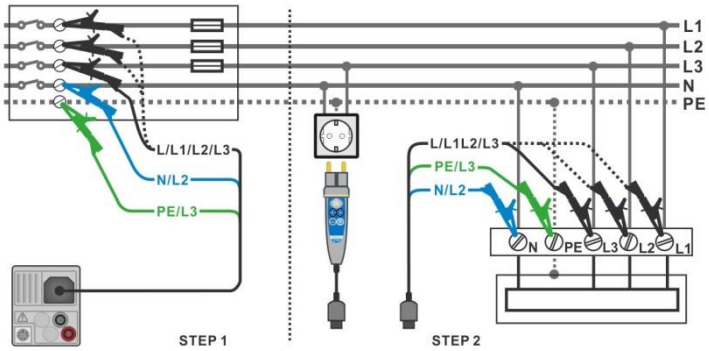

Figure 4.94: AUTO TT measurement
- Connect test leads or Plug commander to the object under test, see ***Figure 4.94***.